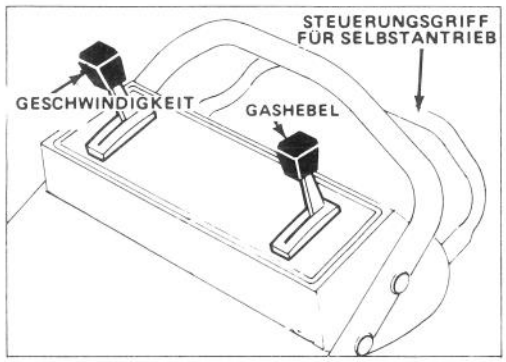

Bild 8
1. STEURVORRICHTUNG – Gashebel, Geschwindigkeitshebel und Antriebshebel befinden sich am oberen Griff (Bild 8). Seilstarter befindet sich am Motoroberteil.
2. Hochspannungsdraht auf Zündkerze schieben und bei Modellen mit Selbstantreib den geschwindigkeitshebel auf "N" einstellen (Bild 8).
4. FAHRGESCHWINDIGKEIT (Bild 8) – Schieben Sie den Hebel für die Fahrgeschwindigkeit in die gewünschte Position. Nummer "1" ist langsam, "2" mittel und "3" entspricht schnellem
6. STOPPEN (Bild 8) – Um Messer und Fahrantrieb zu stoppen, den Antriebshebel loslassen. Bodengeschwindigkeitshebel auf "N" stellen. Zum Stoppen des Motors den Drosselhebel auf OFF (AUS) stellen. Das Kabel von der Zündkerze abziehen, wenn der Mäher unbeaufsichtigt oder nicht in Benutzung ist.